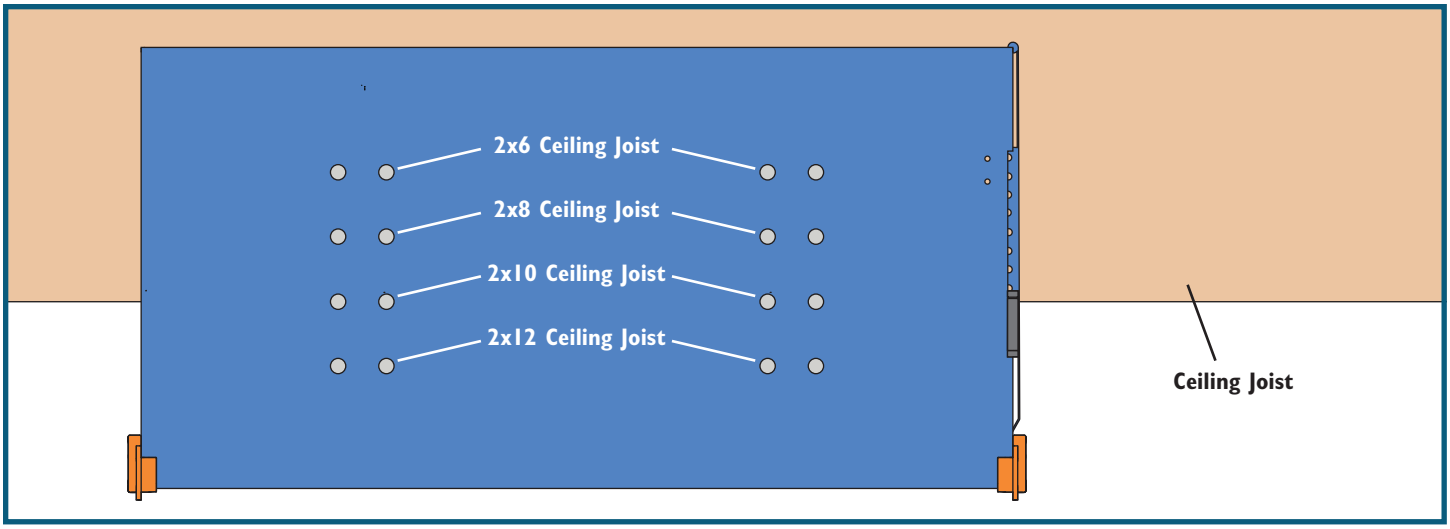
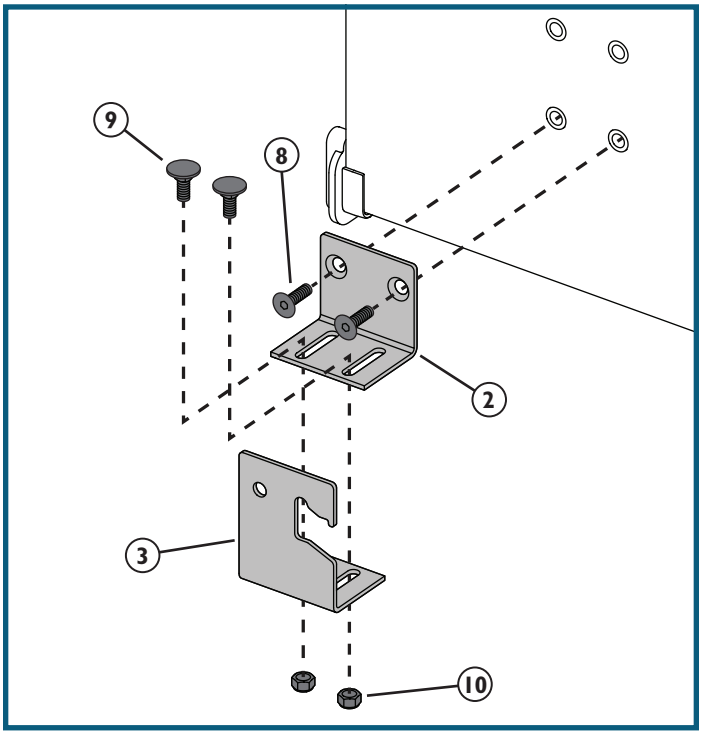

Fig. 1
Fig. 2
2. The brackets for mounting the unit between the joists are made up of two parts that get bolted together – one that mounts to the unit and another that attaches to the joist. We will refer to these as the Side Bracket (2) and the Joist Bracket (3). You'll attach the Side Brackets to the unit first and then attach the Joist Brackets to the Side Brackets.
3. Note whether your ceiling joists are made from 2x6s, 2x8s, 2x10s or 2x12s, as this will help determine which of the four sets of mounting holes on the sides of the unit you will use when attaching the Side Brackets. For 2x6 joists, we recommend using the top set of holes. For 2x8 joists, use the second set of holes down. For 2x10 joists, use the third set of holes from the top. For 2x12 joists, use the bottom set of holes. **Fig. 1.** Attach the Side Brackets (2) to the Compact Ceiling Air Filtration Unit (1) with M6 x 1.0 x 20mm Flat-Head Screws (8). **Fig. 2.** Note that you can mount the unit to be less recessed into the joists if desired by mounting the Side Brackets in a lower set of holes but that you **CANNOT** use a higher mounting position.
4. Attach the Joist Brackets (3) to the Side Brackets (2). **Position the horizontal flange of the Joist Bracket under the horizontal flange of the Side Bracket and align the slots.** From the top, place an M6 x 1.0 x 16mm Carriage Bolt (9) in each of the slots and thread on an M6 Nylon Locknut (10) from below. **Fig. 2.**
5. Adjust the Joist Brackets (3) so that they will just fit outside the joists between which you will be mounting the Compact Ceiling Air Filtration Unit (1). At the mounting location, measure the distance from the outside of one joist to the outside of the other joist. Subtract the width of the air filtration unit – 14" – from the distance you just measured. Then divide that number by two to determine how far the inside edge of the Joist Bracket needs to be from the unit.